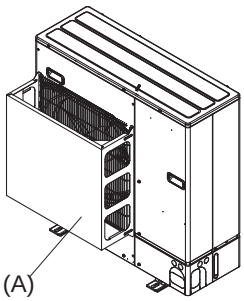

Fig. 2-4
2. Installer un guidage de sortie d'air en option et un guidage d'air si l'appareil a été placé à un endroit où les vents violents d'un typhon, etc., pourraient s'engouffrer directement dans la sortie d'air. (Fig. 2-4)